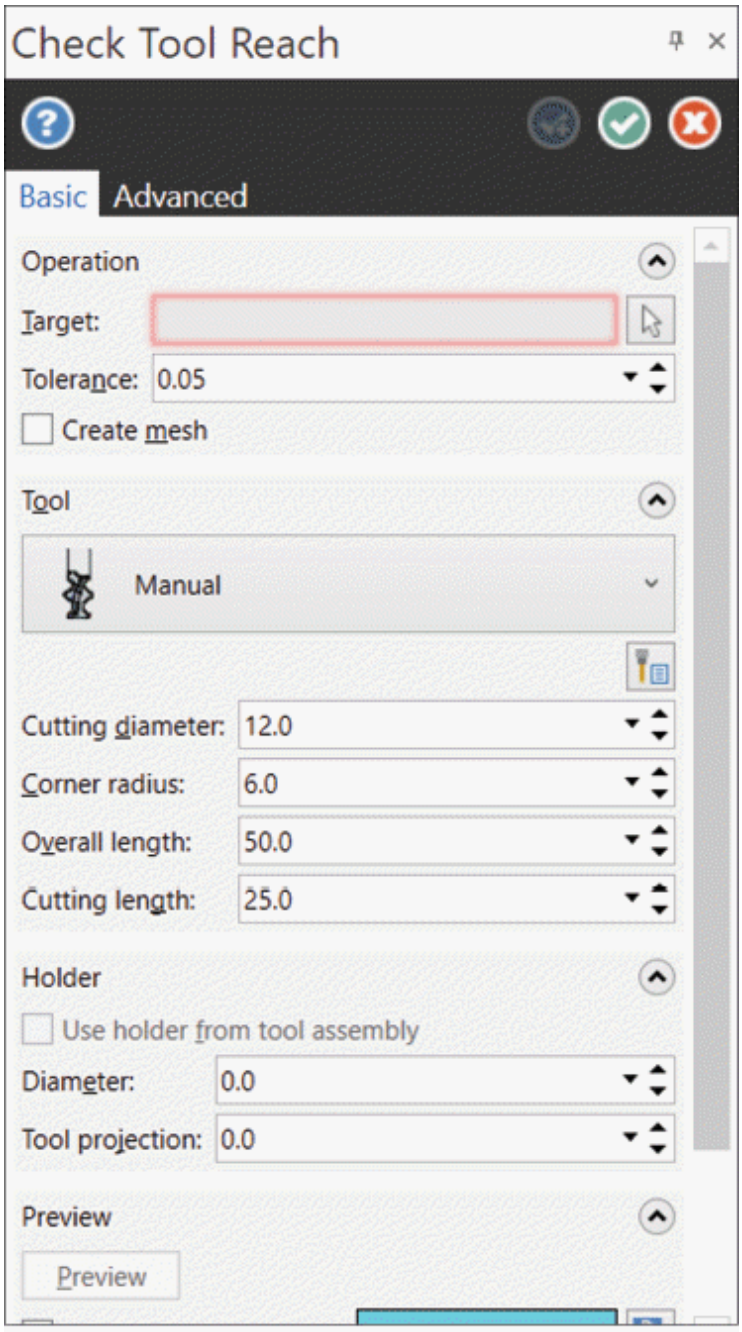

Figure-45. Check Tool Reach Manager
- Click on the **Check Tool Reach** tool from the **Analyze** panel of **Toolpaths** tab in the **Ribbon**. The **Check Tool Reach Manager** will be displayed; refer to Figure-45.